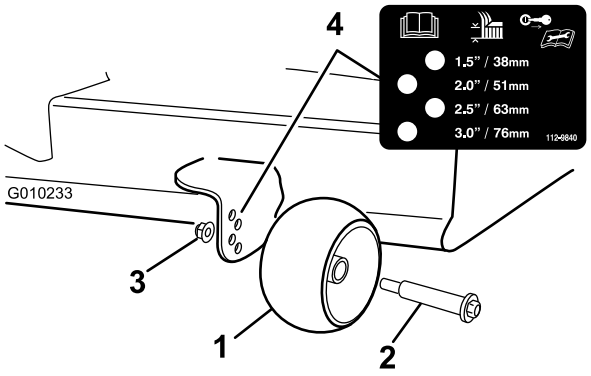

Figur 21
3. Juster antiskalperingsvalsene (Figur 21) for å tilpasse dem den nærmeste klippehøydeposisjonen.